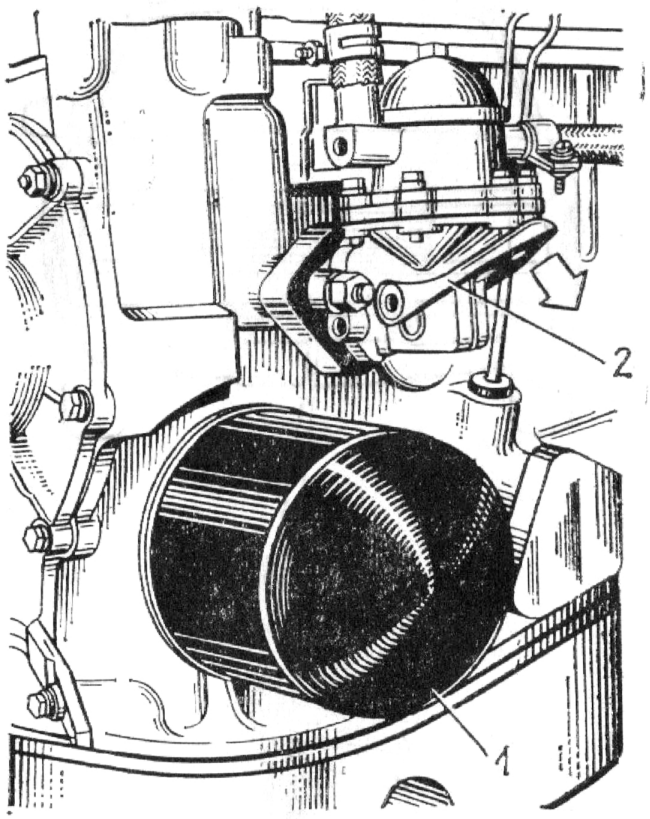
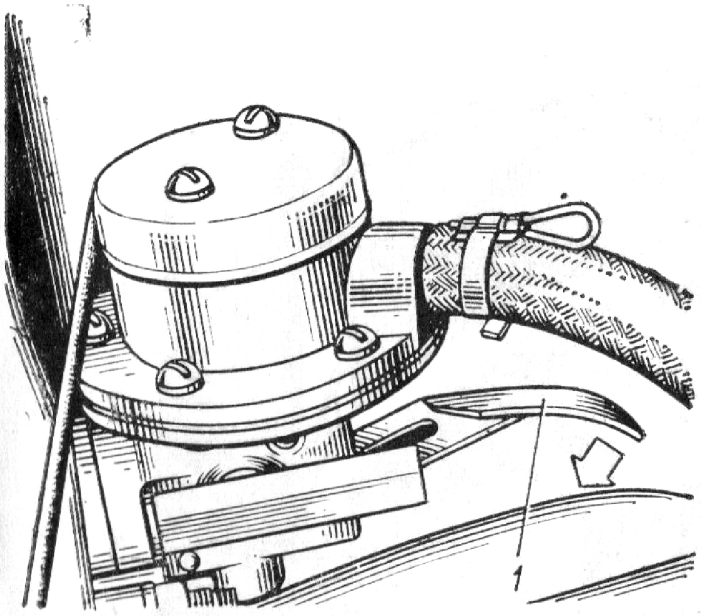

Bild 23. Ansicht des Motors 2106-70 von links:
Bild 24. Kraftstoffpumpe des Motors 331.10:
1. Nach einer längeren Standzeit hat man vor dem Starten des Motors Benzin in die Schwimmerkammer des Vergasers mit dem Hebel *2* (Bild 23) und dem Hebel *1* (Bild 24) für Handbetätigung der Kraftstoffpumpe einzuspritzen.